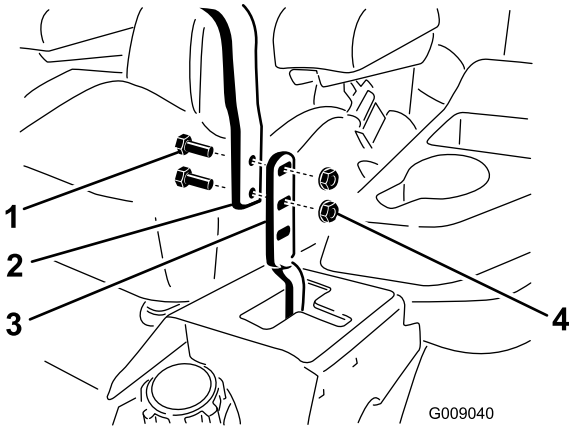

Figur 74
3. Løsne boltene og flensmutrene som er installert i spakene (Figur 74).